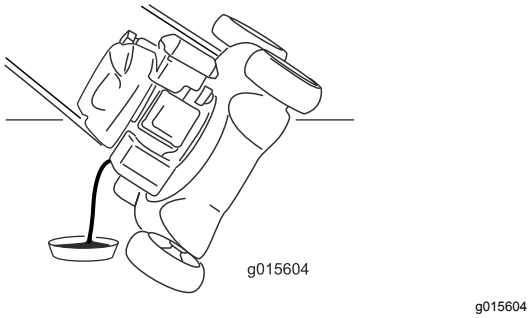

Figur 25
4. Tippa maskinen på sidan (med luftfiltret uppåt) för att tömma ut den gamla oljan från påfyllningsröret (Figur 25).
10. Läs av oljenivån på oljestickan (Figur 25).